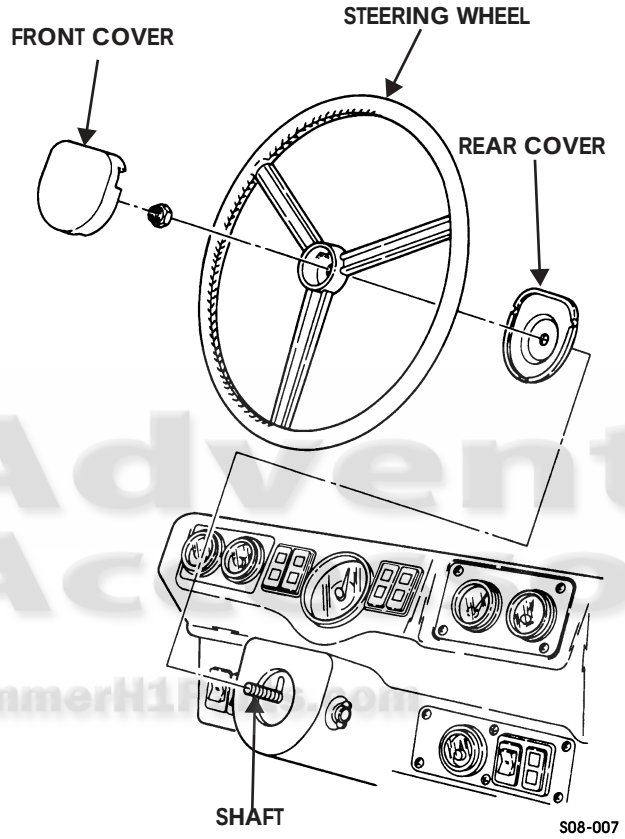

Figure 8-8: Steering Wheel
1. Remove front cover from steering wheel and rear cover (Figure 8-8).
1. Install rear cover on shaft (Figure 8-8).